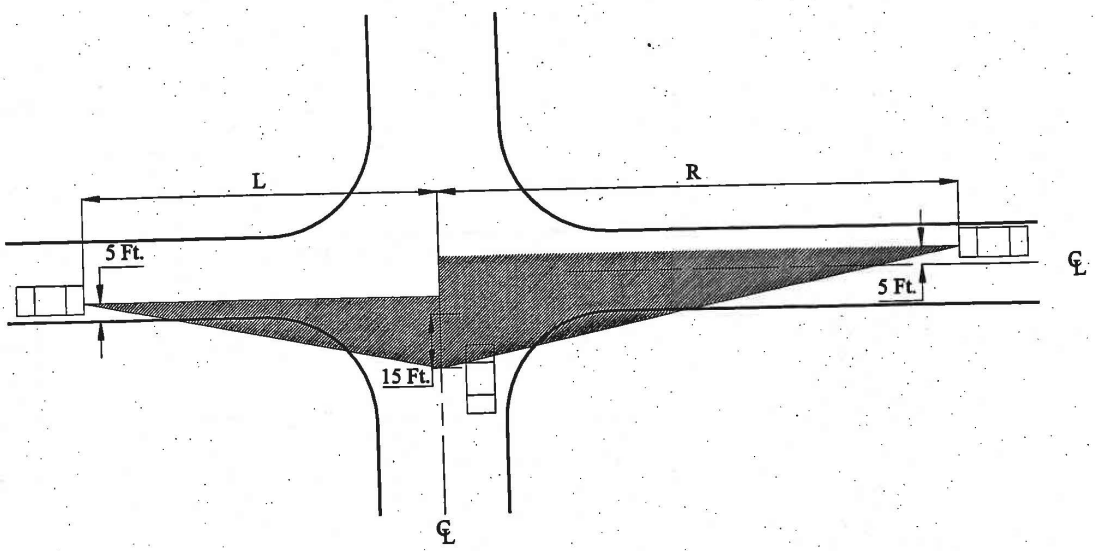

FIGURE 11.16: Typical Sight Line Triangle
1. The sight line triangle is formed by first extending a line along the center line of the proposed roadway or driveway that begins at the tangent curb of the intersecting roadway and extends to its endpoint fifteen feet (15') into the proposed thoroughfare or driveway. For the sight line triangle to the left, construct a second imaginary line that is parallel to and five feet (5') out from the intersecting thoroughfare's curb that begins at the centerline of the side street and continues to the left for a distance L to its endpoint. To complete the sight line triangle, connect the endpoints of the first two lines as shown in Figures 11.16 and 11.17. In the case of the sight line triangle to the right, the second imaginary line is parallel and five feet (5') out from the nearest edge of the conflicting traffic flow (or adjacent median in the event of a divided roadway). It begins at the centerline of the side street and continues to the right for a distance R to its endpoint (See Figures 11.16 and 11.17). On divided roadways with a median width greater than 30 feet, sight line triangles shall be generated at the intersecting roadway and at the median opening.
2. Distance to driver's eye for all roadways and driveways that intersect a street is fifteen feet (15') from the intersecting curb line as shown in Figures 11.16 and 11.17.